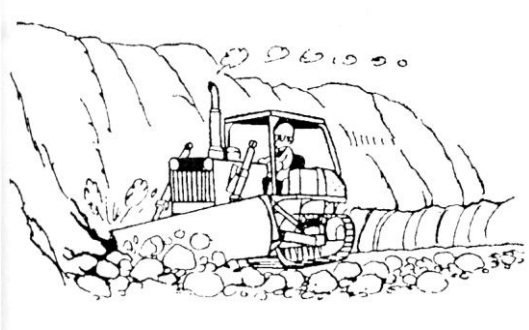

Рис. 3-1.
3.2 Срез твердого или замерзшего грунта (Рис. 3-1).